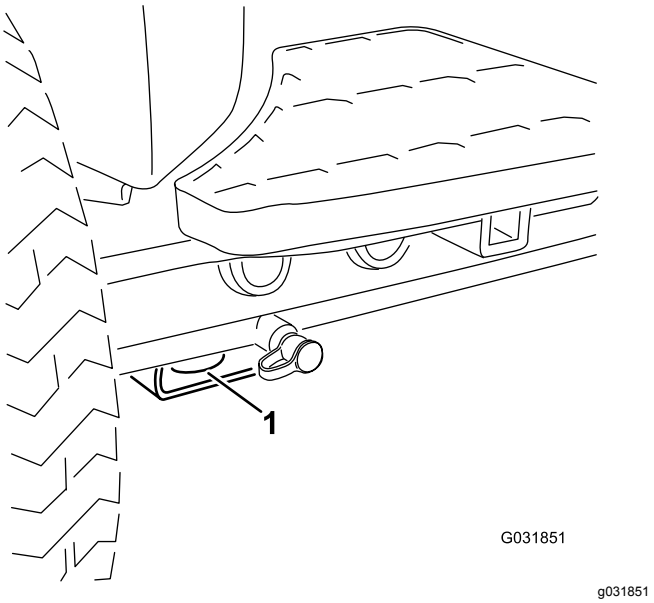

Figur 70
- Foran – hullet i den rektangulær platen, under akselrøret, innenfor hver av de fremre festepunktene (Figur 70)